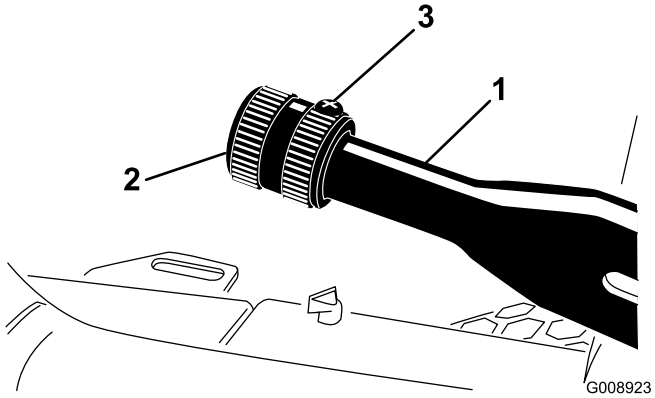

**Figur 53**
1. Lossa ställskruven som fäster ratten vid parkeringsbromsspaken (Figur 53).